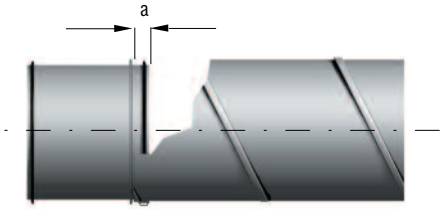

Fig. 7
5. Skjut ihop rör och detaljer enligt fig. 7 resp. 8.